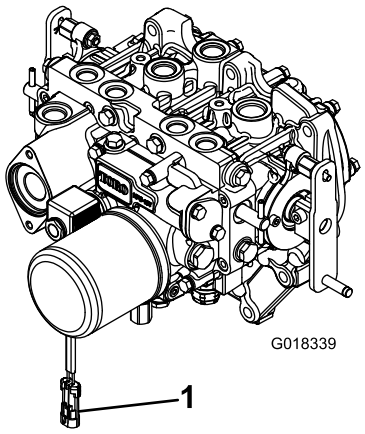

Figur 3
kopplas bort från kraftuttagets elektromagnetiska spolkontaktdon (Figur 3).
8. När drivaxelns andra ände är ansluten till redskapets transmissionsaxel ansluter du ledningsnätets elkontaktdon till kontakdonet på kraftuttagets elektromagnetiska ventilspole (Figur 3).